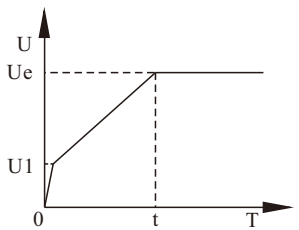

Figure 11
b) Figure 11 shows the output voltage waveform of this mode, where U1 is the initial starting voltage. When the motor starts, the soft starter's output voltage rises rapidly, ensuring the motor current does not exceed 400% of its rated value. The motor accelerates smoothly as the voltage increases. When the voltage reaches the rated voltage Ue, the motor achieves rated speed, the bypass contactor closes, and the starting process is complete.